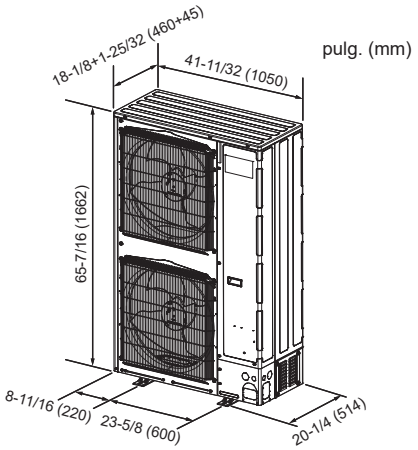

Fig. 2-1
2.3. Dimensiones exteriores (Unidad exterior) (Fig. 2-1)